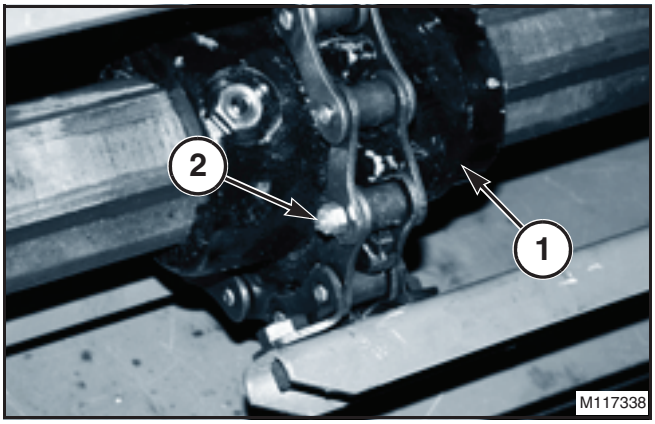

FIG. 804
FIG. 804: Install the conveyor chain around the pivot shaft sprockets (1). Install the connecting pin and the connecting pin nut (2). Torque the connecting pin nut to 6.8 Nm (5 lbf ft).